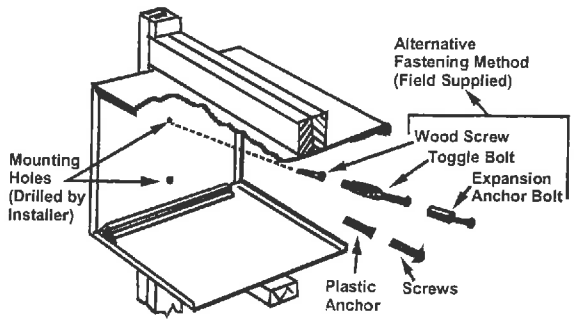

Figure 10 - Wall Sleeve Attachment to Opening
5. Two holes will need to be drilled in both sides of the wall sleeve for mounting into the wall. Drill holes of proper size and in the proper location so the screws will engage into strong supporting members of the wall. DO NOT DRILL THROUGH BOTTOM OF SLEEVE. Figure 10 shows possible fastening methods.